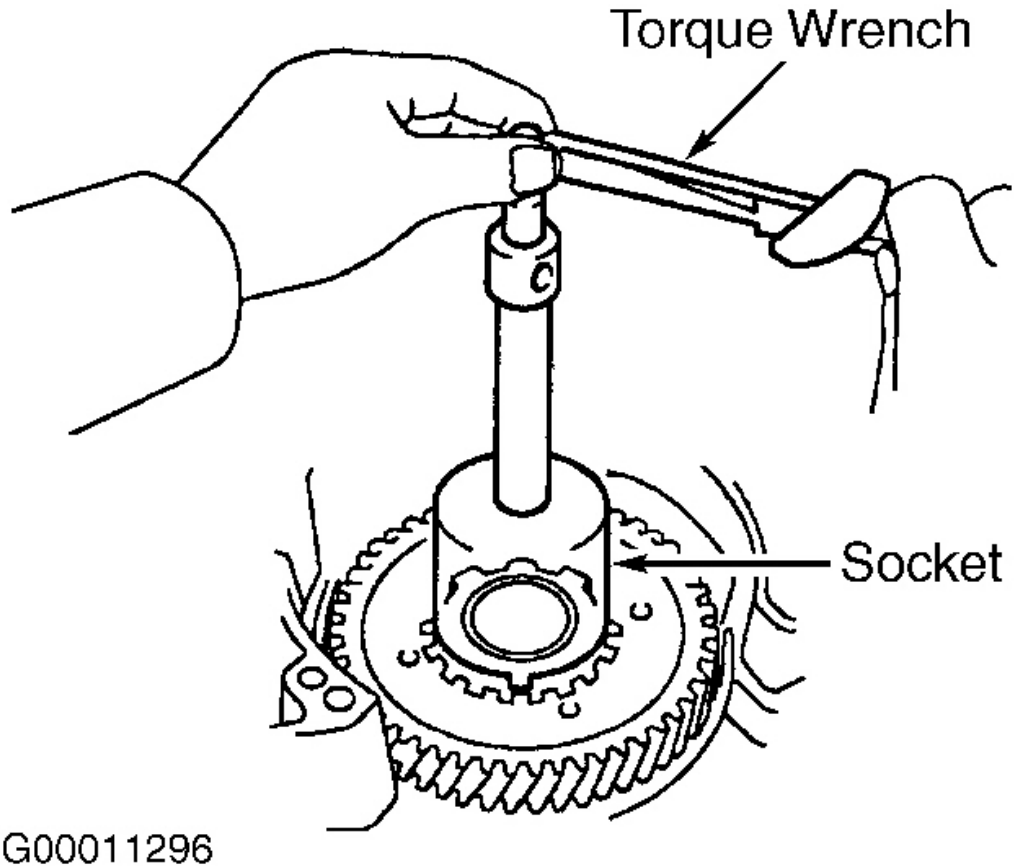

Fig. 64: Measuring Counter Drive Gear Bearing Starting Torque
9. Using holding tool, socket and torque wrench, install nut and tighten to 207 ft. lbs. (280 N.m). Using socket, adapter and INCH-lb. torque wrench, measure counter drive gear tapered roller bearing starting torque. Starting torque should be 4.4-9.0 INCH lbs. (.5-1.0 N.m). See **Fig. 64**. If starting torque is not within specification, gradually tighten nut until starting torque is within specification. Stake lock washer to nut.